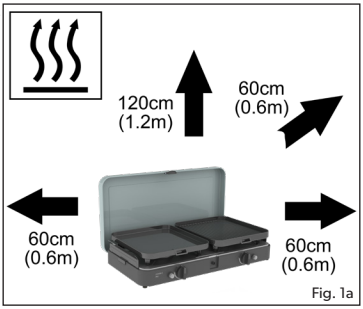

Fig. 1a
- Zorg ervoor dat het toestel gebruikt wordt op afstand van brandbare materialen. Minimale veilige afstanden boven het toestel - 1,2m, aan de achterkant en zijkanten - 0.6m. (fig.1a)